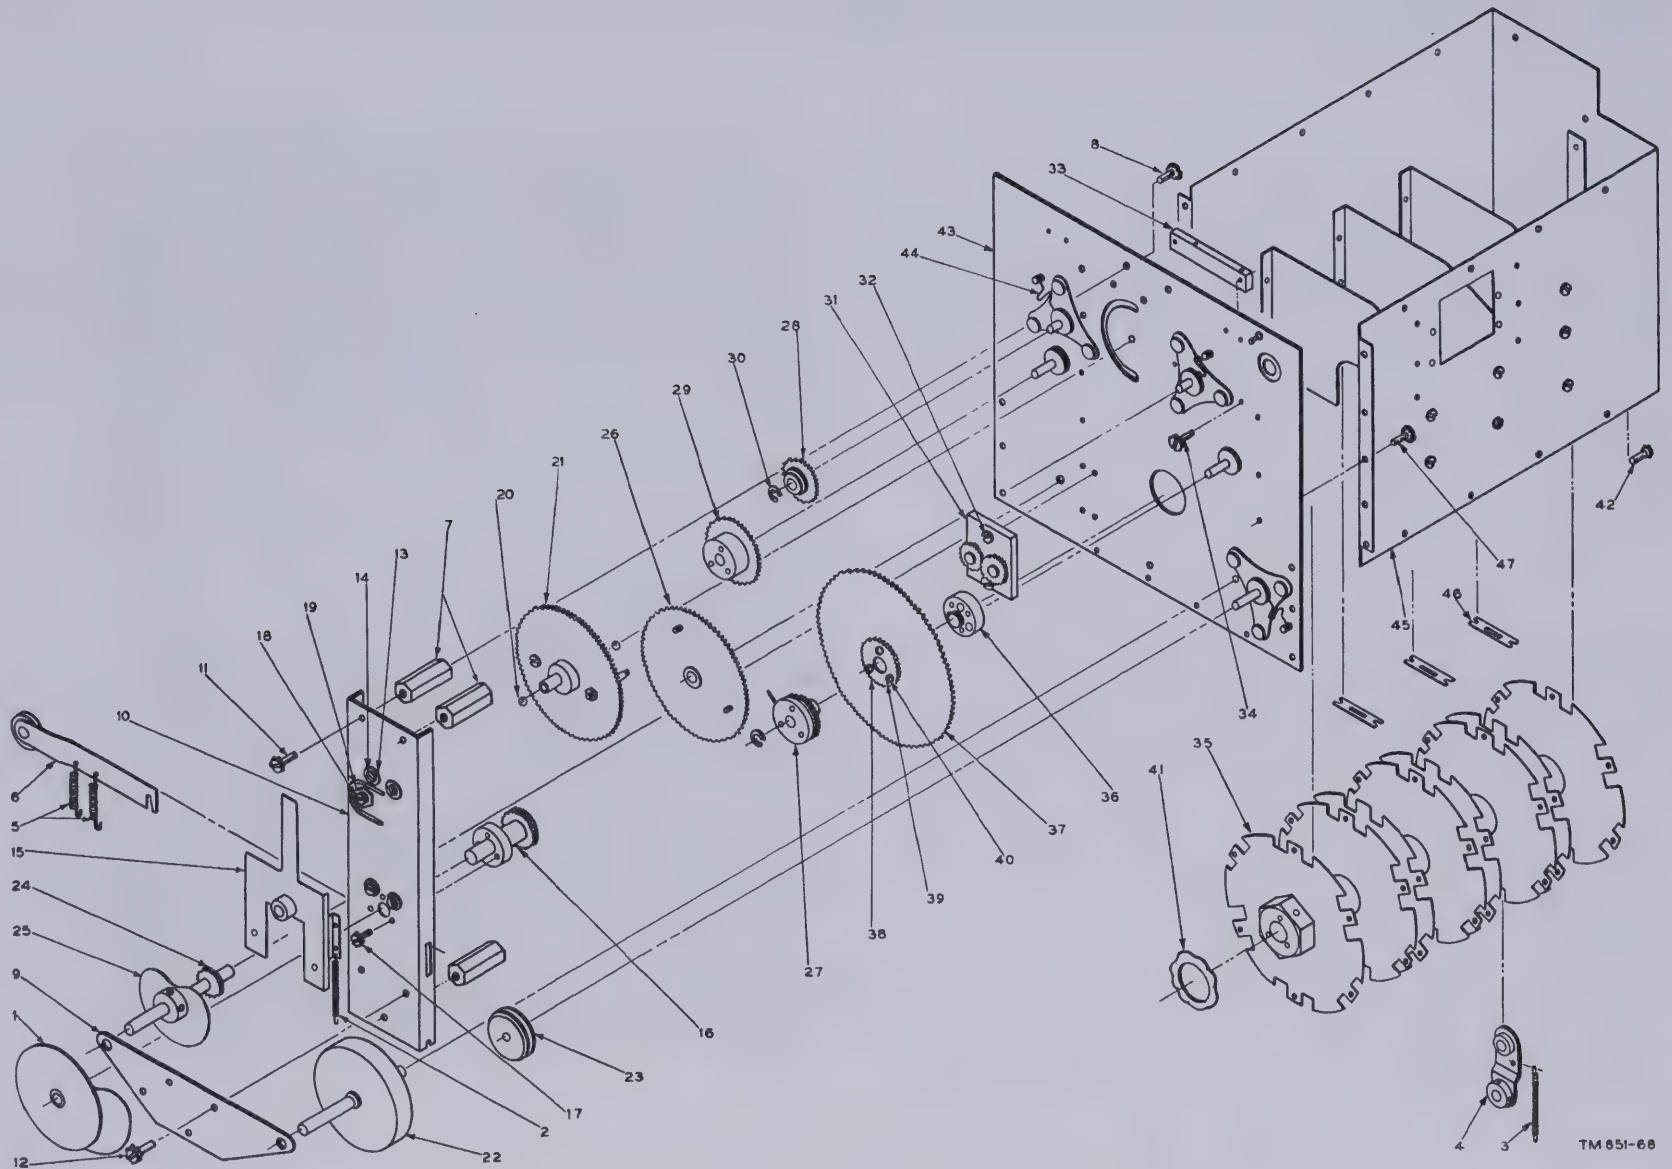

Figure 90. Radio receiver, all types, gear-train assembly, exploded view.
(5) Remove two No. 10–32 screws and one stud post assembly on either side of the tuning unit assembly, which screw into the nut plate brackets through clearance holes in the gear-train plate and chassis proper.
(6) Remove one No. 10–32 screw in the angle bracket on the rear of the tuning unit assembly that passes through the clearance hole at the back of the chassis proper, and then lift out the tuning unit assembly.
b. Disassembly of Gear-Train Assembly (fig. 90). Disassemble the gear-train assembly to the extent required to replace a faulty part. The number following each item below represents the callouts on figure 90.
(1) Remove the indicator slide helical spring (2), conversion switch helical spring (3), and two band change helical springs (5).
(2) Remove the conversion switch lever assembly (4) and the band change cam detent roller and lever assembly (6).
continue (*b* above) to disassemble the gear-train assembly. All mechanical parts may be cleaned by brushing with solvent SD or Kerosene, Federal Specification VV–K–211b. To remove corrosion, use No. 000 sandpaper, and wipe dry with a clean, lint-free cloth. Dirty gears are cleaned best with a pipe cleaner or small brush dipped in the cleaning fluid. If cleaning necessitates the removal of grease, replace this with Grease, Military Specification MIL–G–3278. The grease is applied to the front bearing hub (36, fig. 90), rear bearing machine screw (42), and two ball bearings (20); also, to the five tempered shafts on the base plate assembly (43), the shaft of the flywheel (22), the shaft of the gear assembly (16), and to the shaft of gear assembly (24) at the bearing location of each.
(1) Reassemble the tuning unit shield assembly (45, fig. 90) to the base plate assembly (43).
(2) Reassemble the mounting disk and shaft assembly (35) to the tuning unit shield and base plate assembly by locating the curved washer (41) on the large nut at the front end and then seating the combination into the assembly.